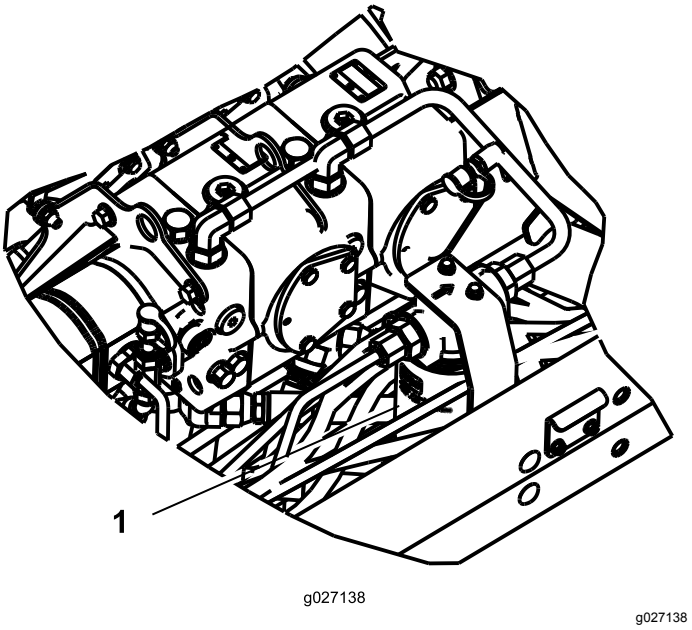

Figur 73
2. Rengør området rundt om filtermonteringsområdet, og sæt en bakke under filteret (Figur 73).